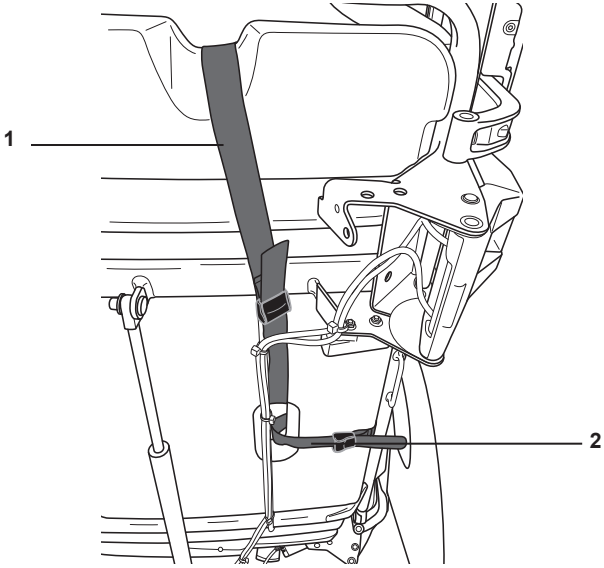

Figura 9: Conexión de las correas del colchón a la sección articulada de la estructura
7. Introduzca la correa 1 y la correa 2 por la abertura de la sección de la plataforma del respaldo y únalas como se muestra en la figura 9. Fíjelas con sus hebillas para que queden unidas. Pase los dos extremos de las correas alrededor del travesaño del armazón y fíjelas con la hebilla. Repita el procedimiento en el otro lado del colchón.